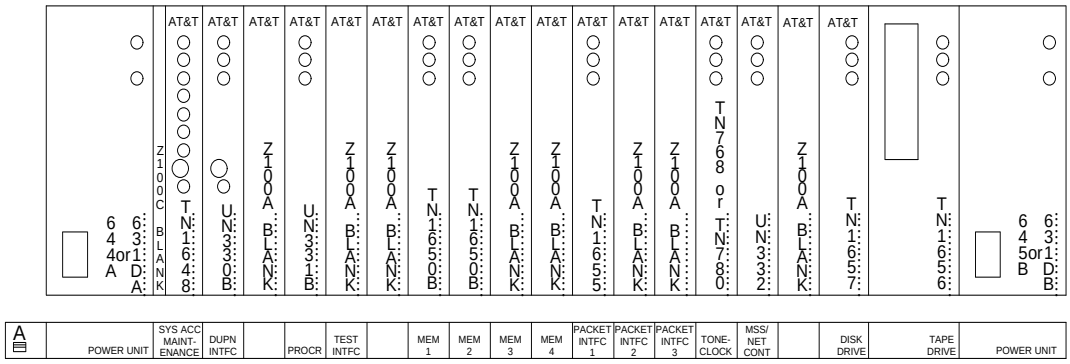

Figure 10-49. Circuit-Pack Locations in Duplicated G3r Control Carrier
- Figure 10-49 through Figure 10-52 and Table 10-5 through Table 10-8 for G3r MCC carriers